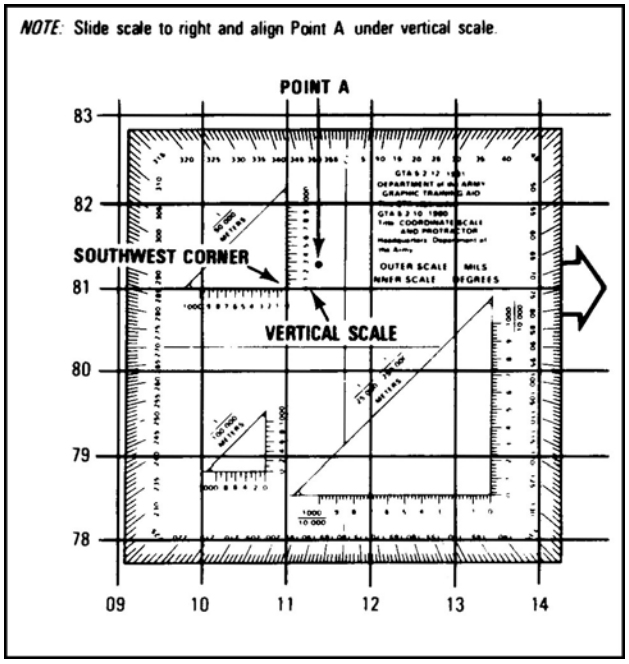

Figure C-15. Placement of the coordinate scale
a. Locate the grid square in which the point is located (for example, point A, figure C-15) (the point should already be plotted on the map).
e. Check to see that the zeros of the coordinate scale are in the lower left-hand (southwest) corner of the grid square where point A is located (figure C-15).